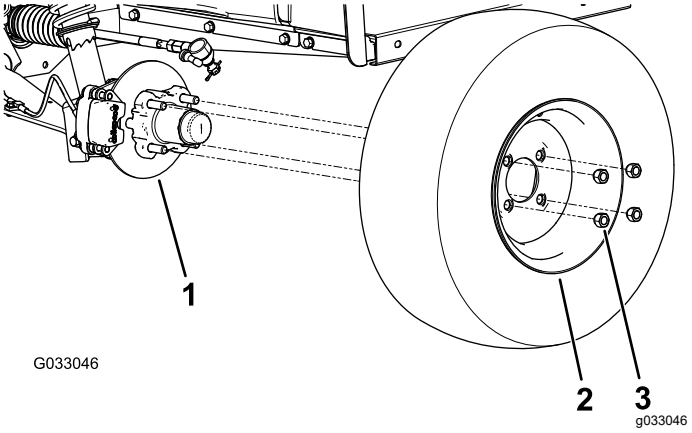

Figur 22
2. Fjern de 4 låsemøtrikker, der fastgør hjulet på navet (Figur 22).
4. Ret hullerne i hjulet ind efter hjultapperne i navet, og monter hjulet på navet med ventilspindlen siddende udvendigt (Figur 22).
5. Fastgør hjulet til navet ved hjælp af låsemøtrikkerne (Figur 22).